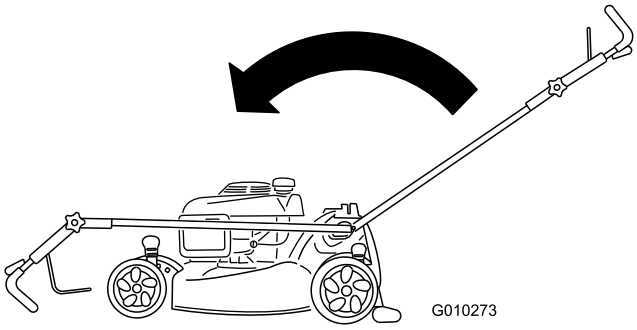

**Figur 53**
2. Flyt håndtaget hele vejen fremad og løsn den øverste håndtagsknap (Figur 53).